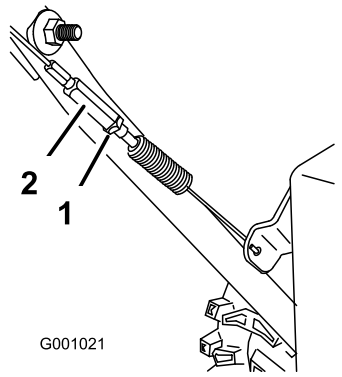

Bild 43
3. Ziehen Sie dann die Klemmmutter fest (Bild 43).